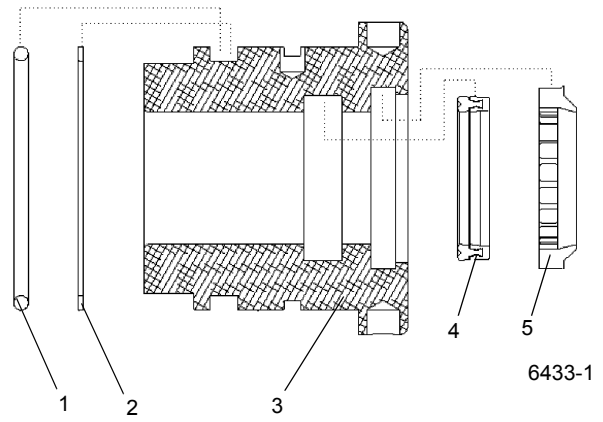

FIGURA 2-50
- **d.** Se possível, a cabeça e o conjunto de vedações devem ficar parados por pelo menos uma hora para permitir que as vedações sejam elasticamente restauradas (Figura 2-50).